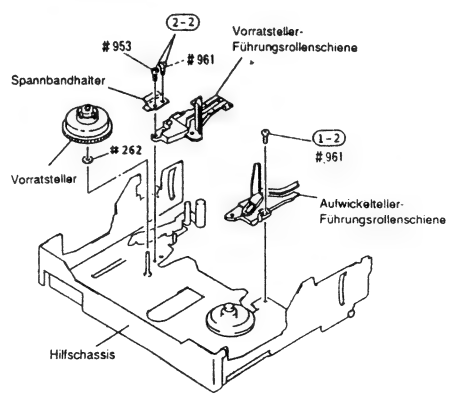

Abb. 2-59
2) Eine (1) Befestigungsschraube der Aufwickelteller-Führungsrollenschiene entfernen (siehe Abb. 2-59).
2) Zwei (2) Befestigungsschrauben des Spannbandhalters und der Vorratsteller-Führungsrollenschiene entfernen (siehe Abb. 2-59).